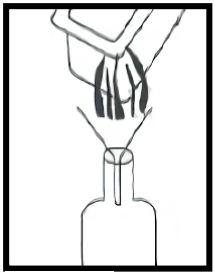

Рис.5
1. Дождитесь, пока масло остынет, и перелейте его из чаши в другую емкость (например, бутылку) (рис. 5).